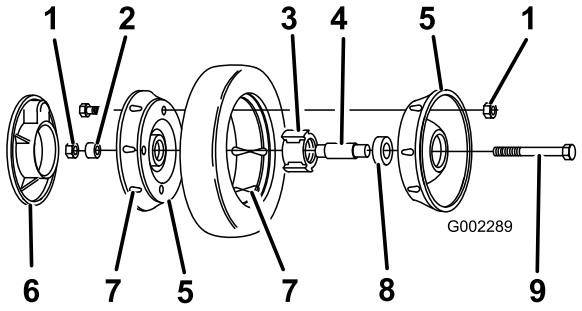

Figuur 29
3. Verwijder de bout, het afstandstuk van het wiel en de borgmoer waarmee het wiel is gemonteerd op de draaiarm (Figuur 29).
4. Verwijder de wielhelften van het wiel door de vier bouten en de vier borgmoeren los te draaien (Figuur 29).
Opmerking: Als de lagers moeten worden verwijderd van het lager/naaf-stel, dient u te drukken op het afstandsstuk van het lager (Figuur 29).
1. Plaats de band op een wielhelft en breng de lippen op elke band in één lijn (Figuur 29).
2. Plaats het lager/naaf-stel in de middelste opening van de wielhelft. Zorg ervoor dat de ondersteuningen van de naaf zijn geplaatst op de flens van de opening (Figuur 29).
3. Plaats de andere wielhelft op het lager/naaf-stel en breng het wiel, de lippen van de banden en de montagegaten op één lijn (Figuur 29).
4. Zet de wielhelften niet te strak aan elkaar. Gebruik hiervoor twee volledig getapte schroeven of bouten (1/4-20 x 1,5 inch) en niet-borgende moeren. Draai de schroeven of bouten in de tegenoverliggende gaten (Figuur 29).
5. Controleer of alle onderdelen in één lijn staan en draai de bouten vast. Draai de schroeven afwisselend aan een zijde vast ten behoeve van een gelijkmatige montage totdat de wielhelften tegen elkaar zitten (Figuur 29).
6. Plaats de twee bouten en twee contramoeren, die u eerder hebt verwijderd, in de overblijvende gaten in de wielhelften en draai ze vast. Verwijder de 2 lange bouten en vervang ze door 2 bouten en 2 borgmoeren (Figuur 29).
7. Monteer het wiel weer op de draaiarm met de bouten, het afstandstuk en een borgmoer. Zorg ervoor dat het afstandsstuk is geplaatst tussen de wielnaaf en de draaiarm (Figuur 29).